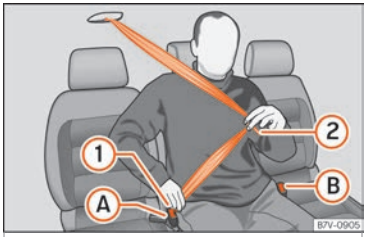

Fig. 91 Fasten the seat belt on the centre seat in the second row of seats
- Use latch plate of the belt ››› Fig. 91 ① to pull the seat belt down. Do **not** twist the seat belt when doing so ››› ⚠.
- Engage the latch plate ① in the buckle of the corresponding seat Ⓐ.
- Use the latch plate ››› Fig. 91 ② to pull the seat belt across your lap.
- Engage the latch plate ② in the buckle of the corresponding seat Ⓑ.
- Press the red button on the buckle ››› Fig. 91 Ⓐ. The latch plate will come out of the buckle.
- Press the red button on the buckle ››› Fig. 91 Ⓑ. The latch plate will come out of the buckle.